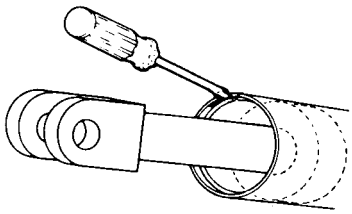

Figure 7-237: Sideshift Cylinder Retaining Ring Removal
4. Tap the retainer into the shell approximately 2 in. (50 mm). Remove the retaining ring by placing a screwdriver on one side of the ring near the split and tapping with a hammer. **Use care not to scratch the cylinder bore.** The retaining ring will compress and turn sideways. See Figure 7-237.